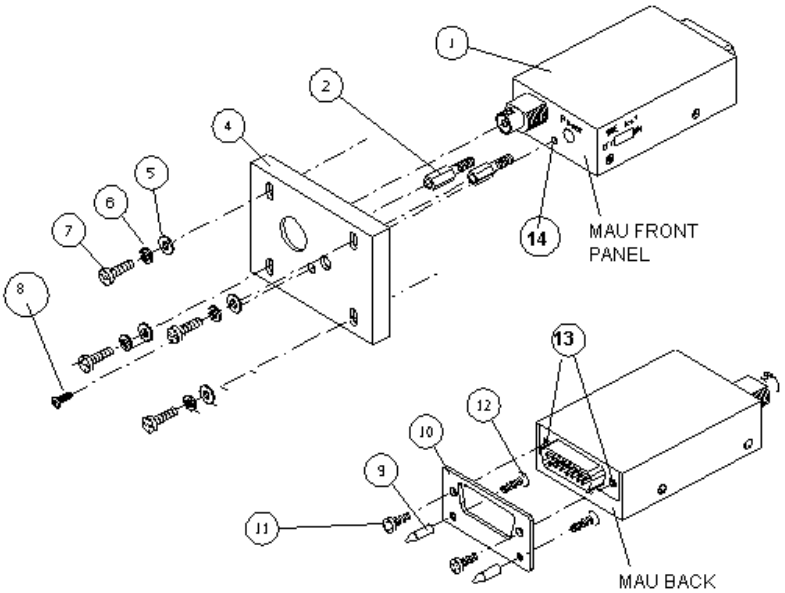

Figure 2-4. MAU Transceiver Installation
2. Install four spacers (2) in the four places of the screws removed in step 1 (refer to Figure 2-4.)
3. Remove the central Philips screw located on the MAU front cover (14).
4. Remove the two Philips screws securing the MAU back cover (13); remove the back cover.
5. Install the two pin guides (9) on the new back cover (10) using two Philips screws (12).
6. Attach the back cover (10) to the MAU (1) by means of two Philips screws (11).
7. Install the new bracket (4) on the MAU by means of a Philips screw (8); secure with LOCTITE 222.
10. Secure with four Philips screws (8), flat washers (5) and spring washers (6).